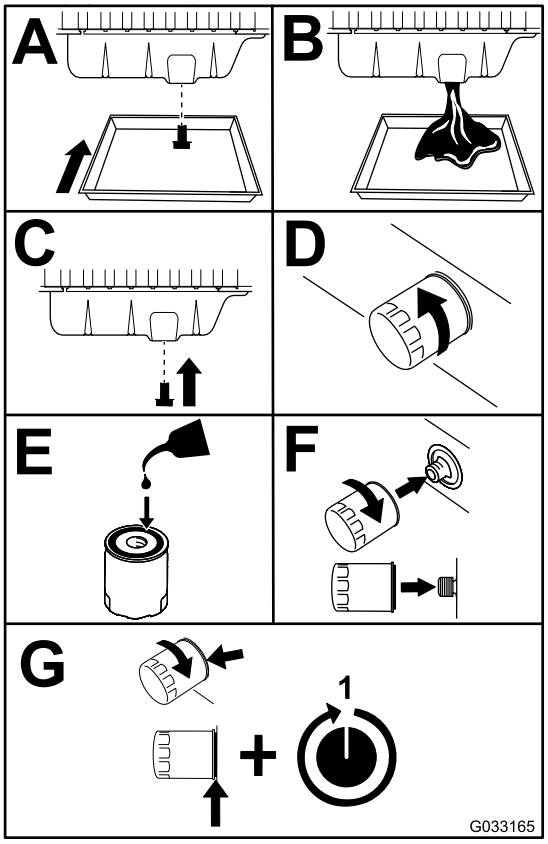

**Figur 55**
3. Skift motorolje og filter (Figur 55).